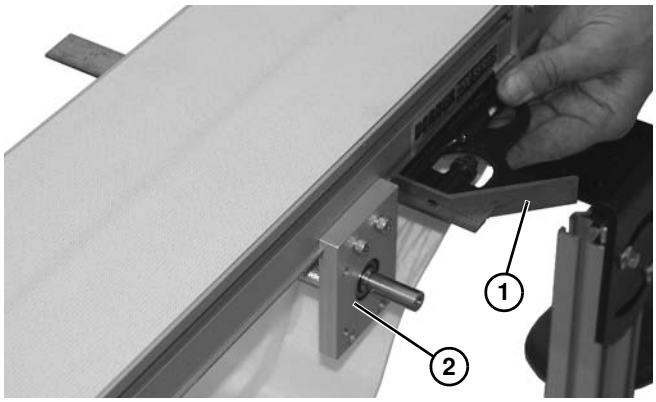

Abbildung 76
9. Unbedingt ein Vierkantstück **(Abbildung 76, Teil 1)** über den Montageblöcken **(Abbildung 76, Teil 2)** verwenden, damit die Blocks aufeinander ausgerichtet sind, bevor die Metallteile festgezogen werden.